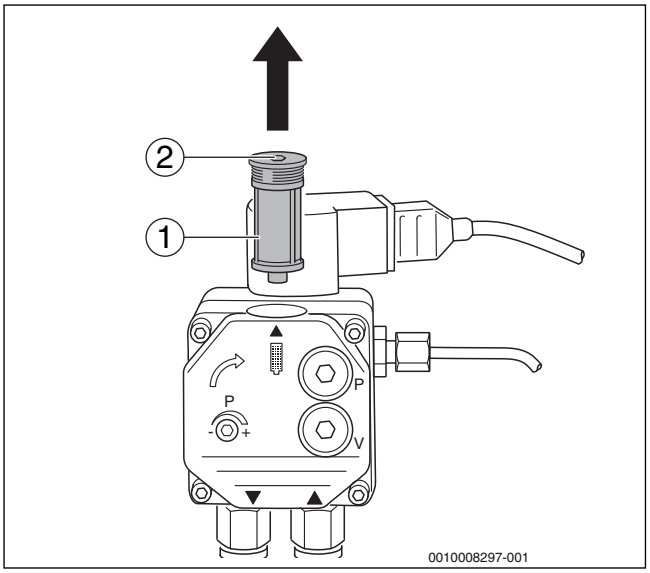

*Bild 27 Ölpumpenfilter prüfen – Ölpumpe Danfoss*
- ▶ Die Innensechskantschraube an der Oberseite (→Bild 27, [2]) lösen.
- ▶ Ölpumpenfilter (→Bild 27, [2]) nach oben herausziehen.
- ▶ Ölpumpenfilter (→Bild 27, [1]) mit Waschbenzin reinigen, gegebenenfalls austauschen und wieder in die Ölpumpe einbauen.